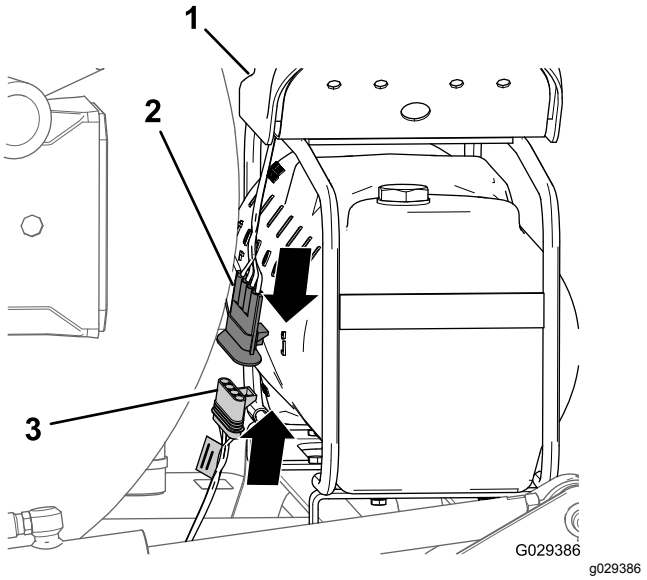

**Figur 172**
1. Ved enden af 236 cm afgreningen af ledningsnettet justeres konnektoren med 4 sokler på ledningsnettet til finishingsættet efter konnektoren med 4 ben til kompressorens ledningsnet (Figur 172).
2. Sæt 4-benkonnektoren ind i 4-sokkelkonnektoren (Figur 172).